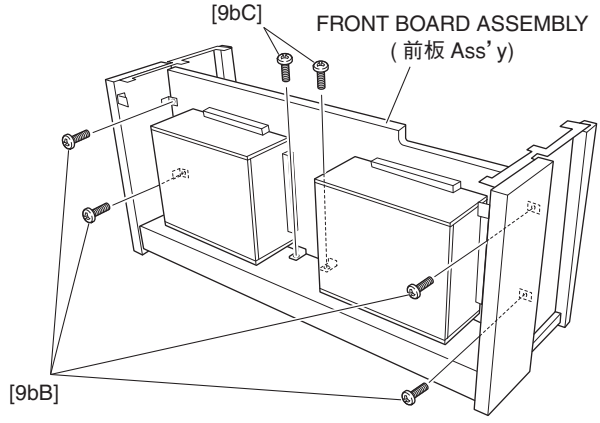

Fig. 20（図 20）
25-6. Remove the four (4) screws marked [9bB] and the two (2) screws marked [9bC]. The front board assembly can then be removed. (Fig. 20)
25-6. [9bB] のネジ 4 本と [9bC] のネジ 2 本を外し、前板 Ass'y を外します。(図 20)